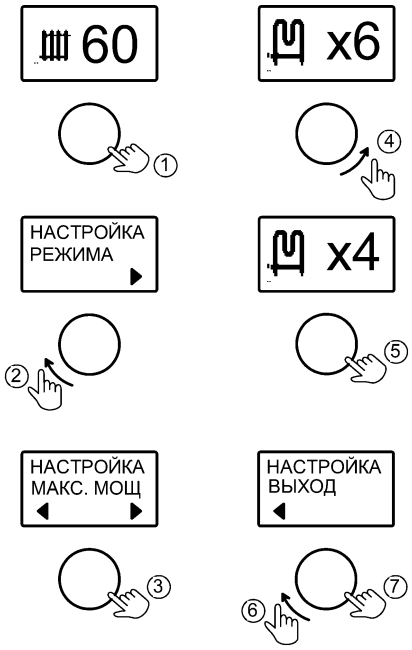

Рисунок 8. Настройка мощности котла
10.2 Во вкладке **«МАКС. МОЩНОСТЬ»** - имеется возможность ограничения значения максимальной мощности котла (см. рис. 8). При этом изменяется максимальное количество включаемых в работу ТЭНов.